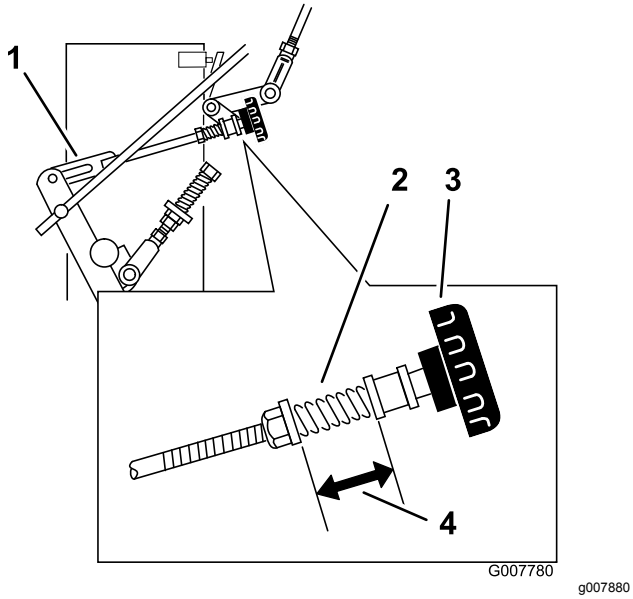

Figur 38
3. Justera länken på högra sidan genom att vrida snabbspårningsvredet moturs tills hjulet börjar rotera framåt (Figur 38)
till NEUTRALLÄGET igen. Upprepa detta tills det högra hjulet slutar rotera framåt (Figur 38).
6. Fjädern som håller reglaget spänt behöver normalt inte justeras. Om justering mot förmodan skulle behövas ska fjäderns längd justeras så att den mäter 26 mm mellan brickorna (Figur 38).
7. Fjäderns längd justeras genom att du vrider muttern framför fjädern (Figur 38).